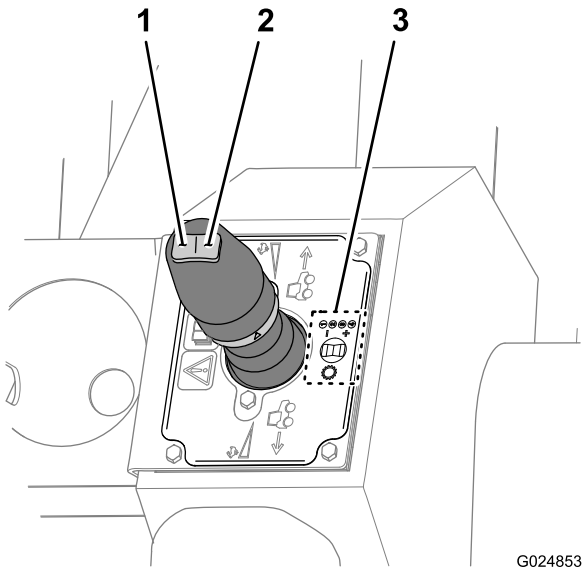

Figure 48
- Pour passer à une vitesse supérieure, appuyez sur le bouton (droit) de montée des vitesses sur le commutateur à bascule (Figure 48).
- Pour passer à une vitesse inférieure, appuyez sur le bouton (gauche) de descente des vitesses sur le commutateur à bascule (Figure 48).